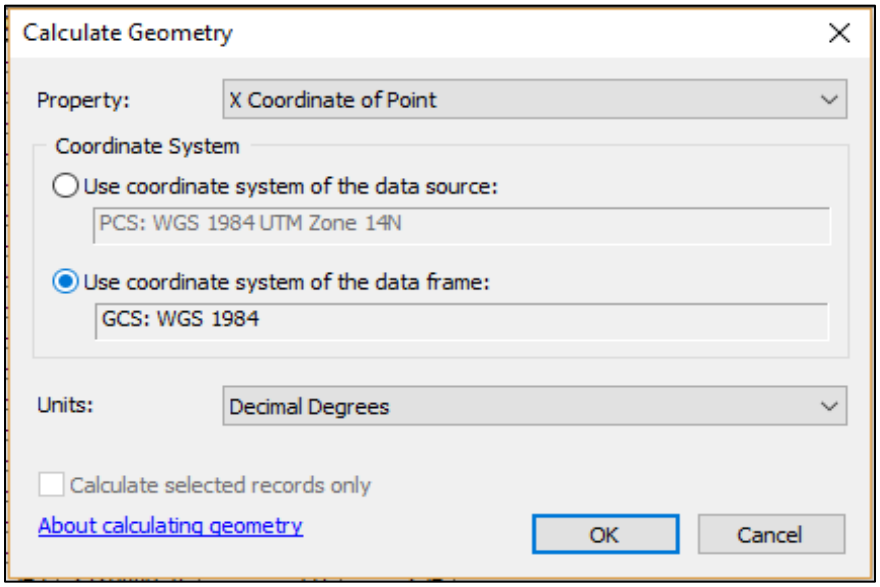

Figure 15. Calculate Geometry Tool Example 2
2.3.4 For the columns [LATITUDE] and [LONGITUDE] select the second [Use coordinate system of the data source] (Figure 15).